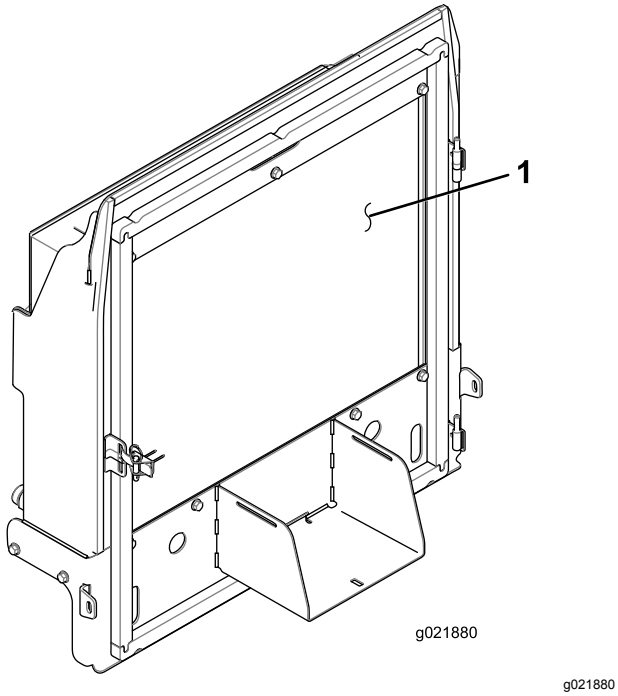

Figuur 96
4. Reinig beide zijden van de radiateur/oliekoeler grondig met perslucht (Figuur 96).